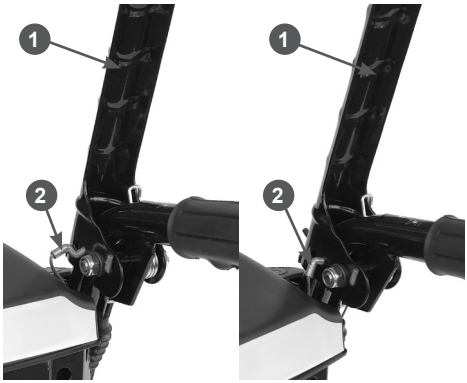

Рис. 10 Установка наконечника троса включения хода
- вставьте Z-образный наконечник 2 троса в отверстие на рычаге 1, как показано на Рис. 10;